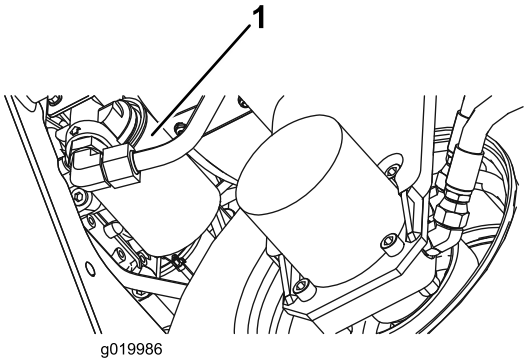

Figur 62
2. Rengör runt området där filtret ska monteras. Placera ett avtappningskärl under filtret (Figur 62) och avlägsna filtret.